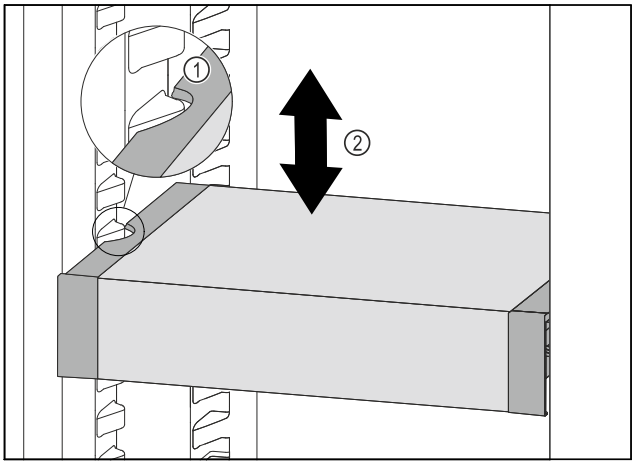

Fig. 118
▶ 向前移动 VarioSafe，直到 VarioSafe 两侧的凹槽与冷藏区中的容器肋梁持平。 *Fig. 118 (1)*
▶ 在冷藏区中向上或向下移动 VarioSafe，直至所需高度。 *Fig. 118 (2)*